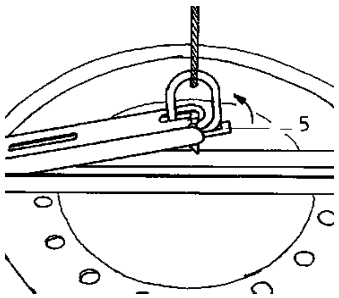

Abb. 6
- After the locking lever (5) has been lifted (Fig. 6), the gripper clamps and the frame can be carefully lifted by approx. 10 cm.